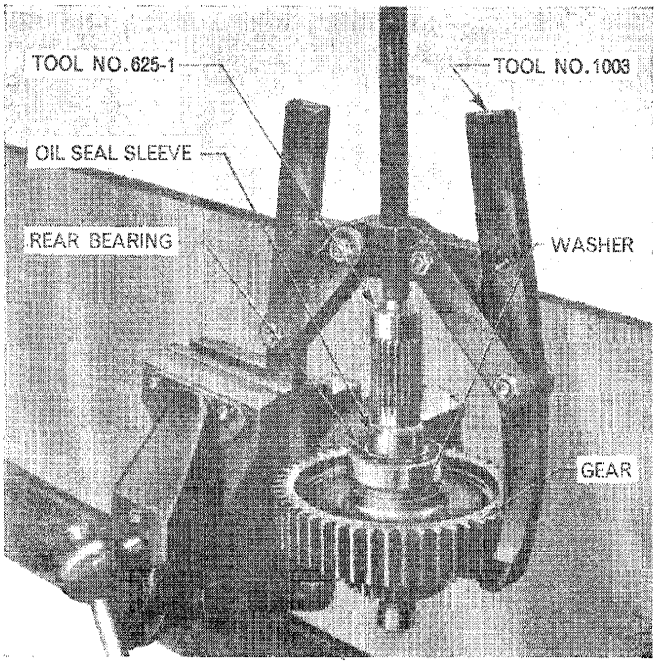

Figure 21
1. Inspect the output shaft rear bearing and, if necessary, draw off the output shaft gear, thrust washer, rear bearing and oil seal sleeve in one operation using Tools Nos. 1003 and 625-1, Figure 21.